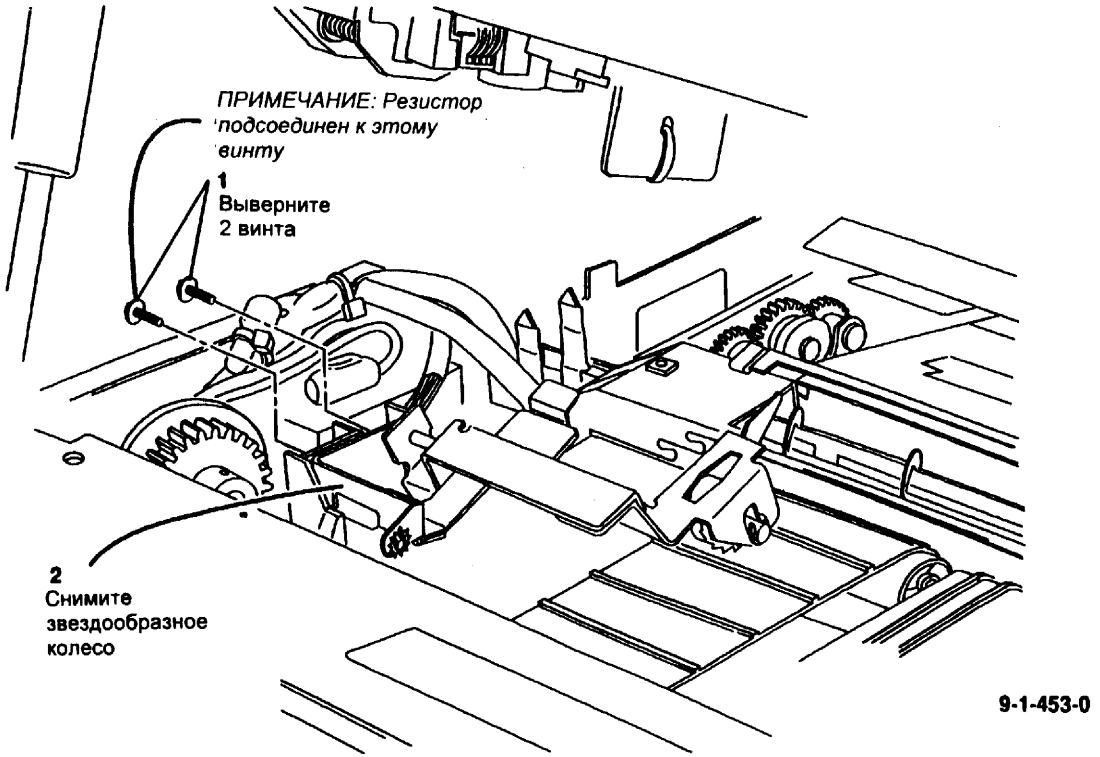

Рис. 1 Снятие звездообразного колеса
5. (Рис. 1) Снимите звездообразное колесо.
1. (Обратитесь к рис. 1) Убедитесь, что резистор статического разряда установлен между узлом транспортера и корпусом аппарата.